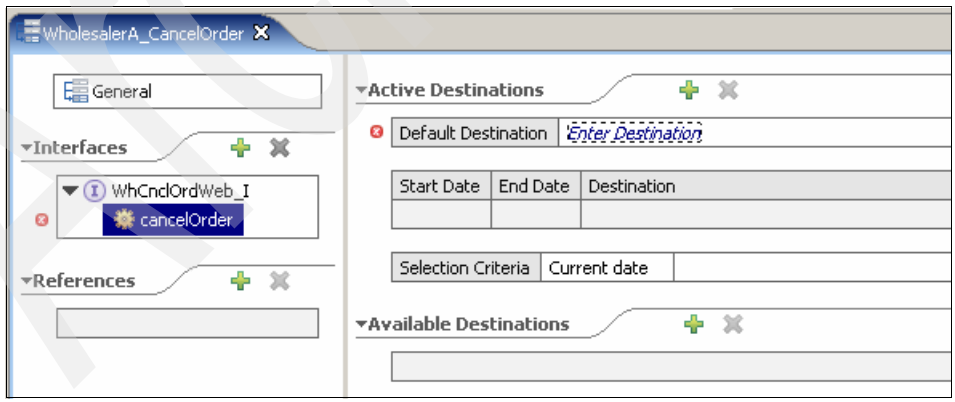

Figure A-63 The cancelOrder operation
4. The Rule Group Editor (Figure A-63) opens. Click the **cancelOrder** operation.